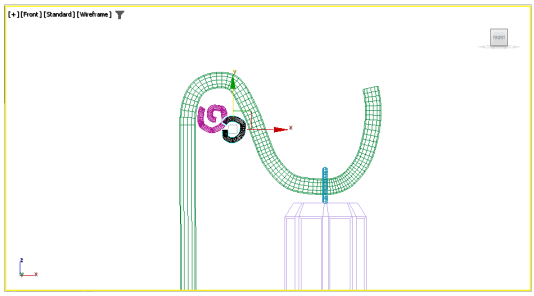

Figure 5-38 *The second curve created*
4. Repeat steps 1, 2, and 3 and create a second curve, as shown in Figure 5-38.